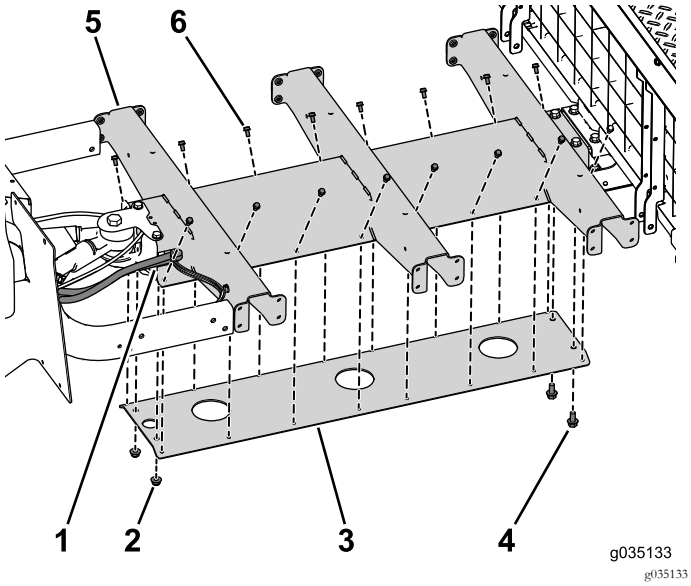

Figura 78
2. Instale provisionalmente los 2 pernos (3/8" x ¾"), los 16 pernos (¼" x ½") y las 2 tuercas con arandela prensada (3/8") para sujetar la placa inferior al perfil central (Figura 78).